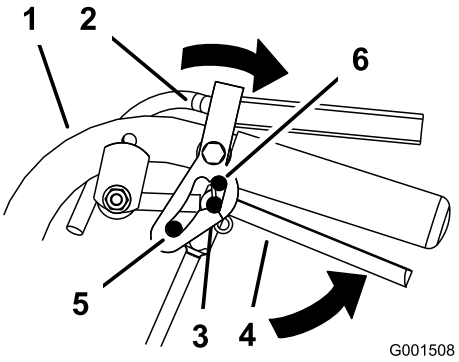

Figura 10
2. Coloque os polegares na parte superior dos bloqueios e mova-os para trás até os pinos se encontrarem na posição neutra (Figura 10).